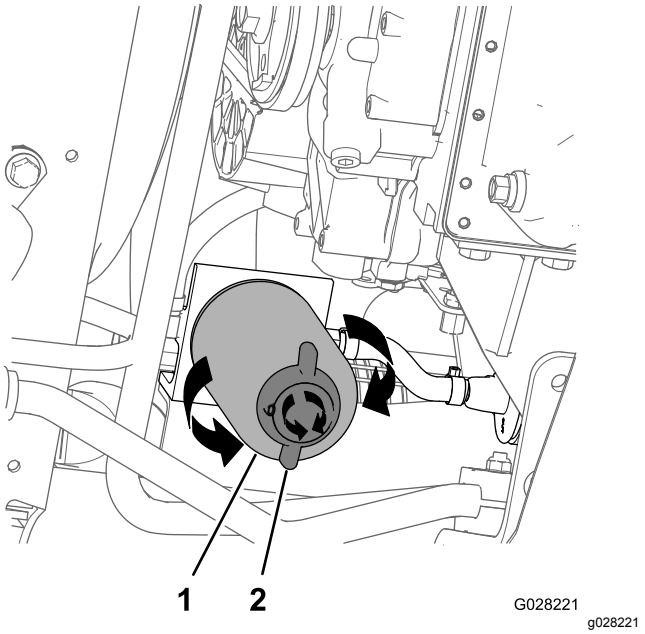

Figur 75
4. Plasser et tappefat under drivstoffilteret. Se Figur 75 i Skifte vannseparatorfilteret (side 58).
2. Plasser et tappefat under vannseparatorfilteret (Figur 75).
3. Vri tappeventilen på bunnen av vannseparator-filteret mot klokken (Figur 75).
4. Rengjør området rundt vannseparatorfilteret og filteradapterfestet (Figur 75).
5. Fjern vannseparatorfilteret (Figur 75).
9. Pass på at tappeventilen på bunnen av vannseparatorfilteret dreies stramt med klokken (Figur 75).